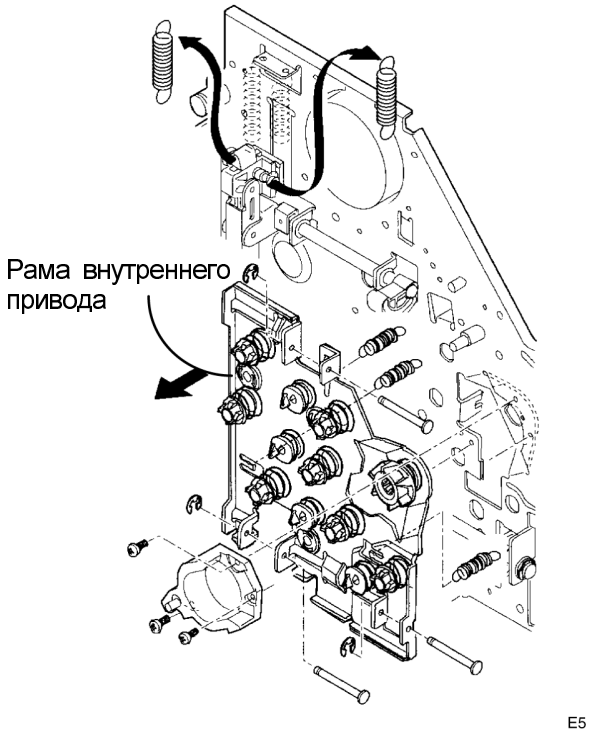

Рисунок 4. Снятие внутренней рамы
5. (Рисунок 4): Снимите раму внутреннего привода.